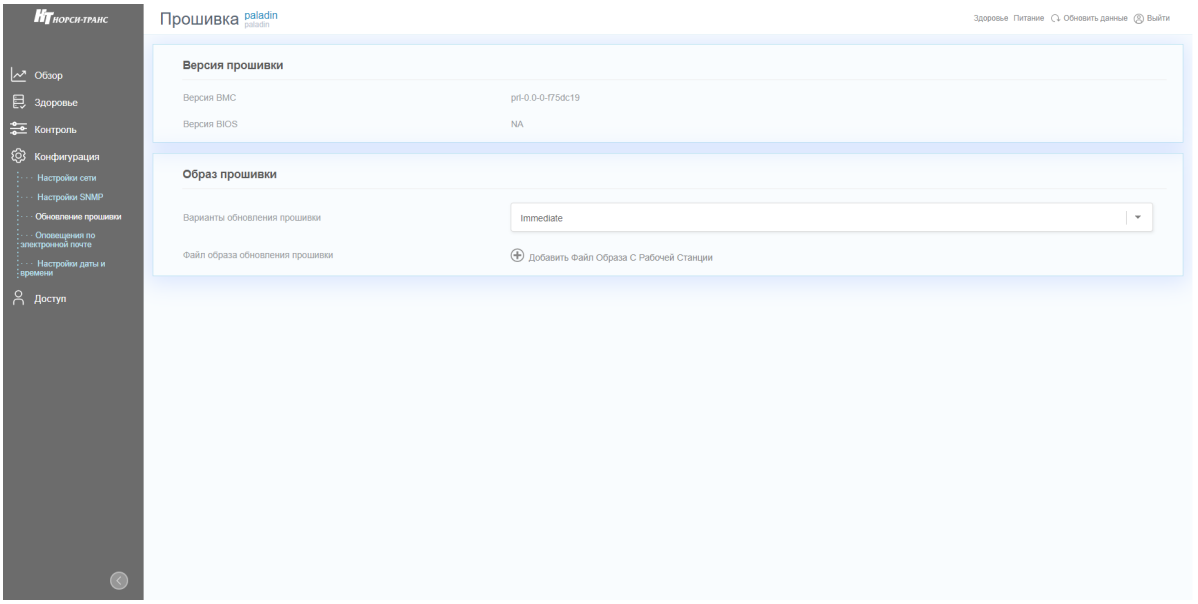

Рис. 74. Окно «Обновление прошивки»
2) Пройдите во вкладку «Конфигурация» → «Обновление прошивки». Окно показано на рис. 74 Окно «Обновление прошивки».